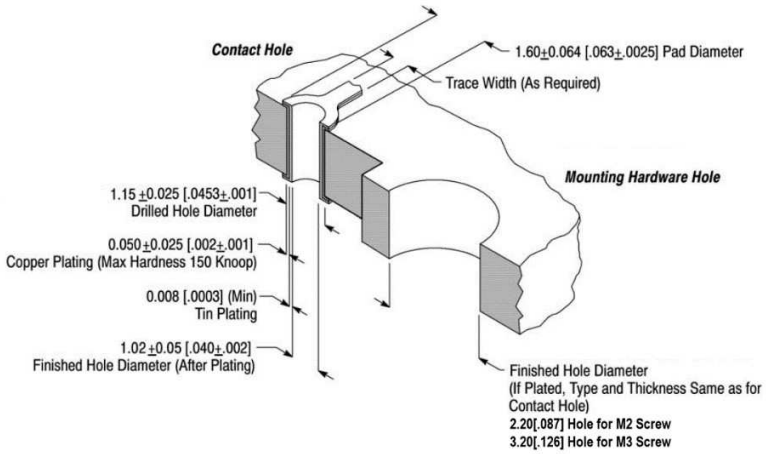

Fig 27: Recommended plated through hole design for block press-fit connectors.
- Press-Fit Block Pins and Sockets: Plated through holes for electrical connection and clearance holes for screw mounts. See Figure 27.